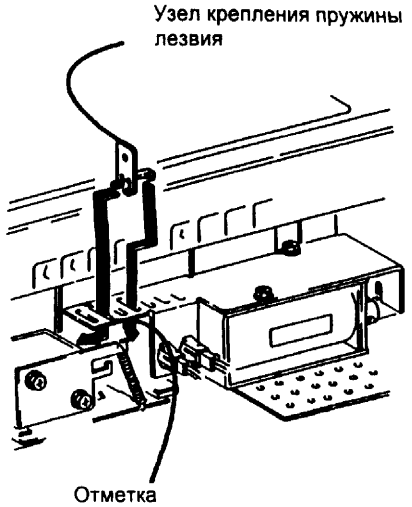

Рис. 2 Установка узла крепления пружины лезвия
2. (Рис. 2) Установите узел крепления пружины лезвия.